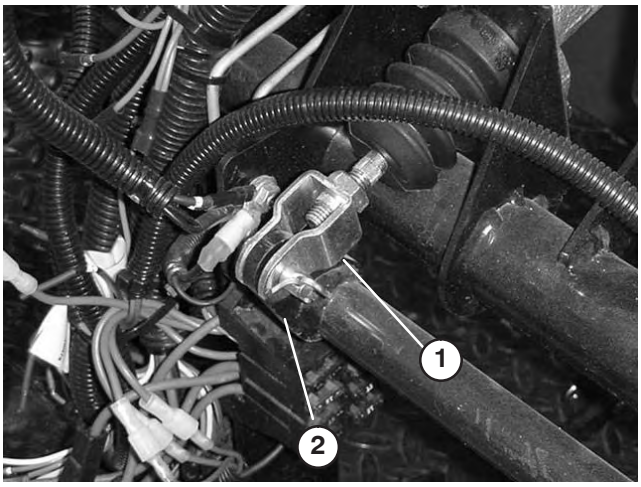

Figure 60
1. Retirez la goupille fendue et l'axe de chape qui fixent la chape du maître-cylindre au pivot de la pédale de frein (Fig. 60).
3. Desserrez les écrous de blocage qui fixent la chape à l'arbre du maître-cylindre (Fig. 60).